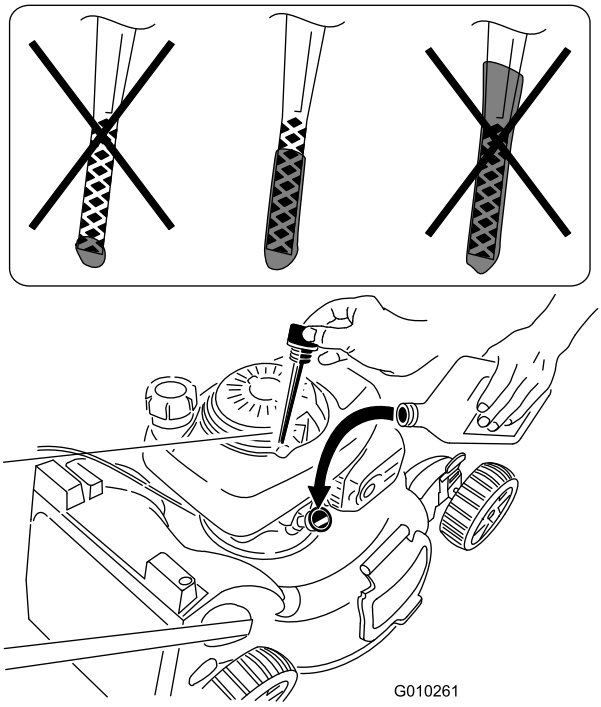

**Figur 13**
1. Ta bort oljestickan, torka av den och sätt i den i påfyllningsröret **men skruva inte in den** (Figur 13).
2. Ta ut oljestickan och kontrollera oljenivån (Figur 13).
Om det inte finns någon olja på oljestickan häller du **långsamt** olja i påfyllningsröret och kontrollerar nivån med oljestickan med jämna mellanrum tills oljestickan visar att motorn är full, i enlighet med Figur 13. **Fyll inte på för mycket.** (Maximal påfyllning: 0,55 l, typ: SAE 30 renad olja med API-klassificering SH, SJ, SL eller högre.)